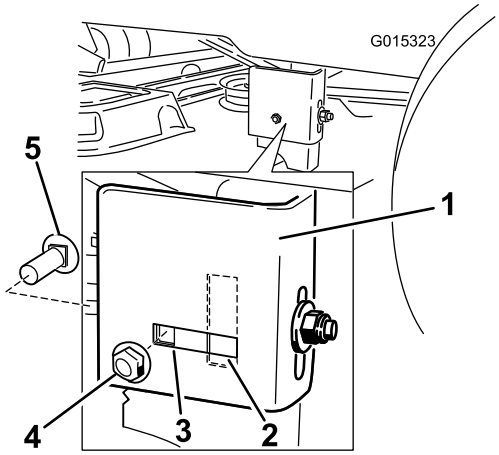

Figur 61
7. Gå til venstre side af maskinen. Kontroller om sidebræddebolten sidder i den faste eller rillede position (Figur 61).
8. Hvis sidebræddebolten sidder i den faste position, skal sidebræddebolten og sidelåsemøtrikken fjernes fra den faste position og sættes i den rillede justeringsposition (Figur 61).